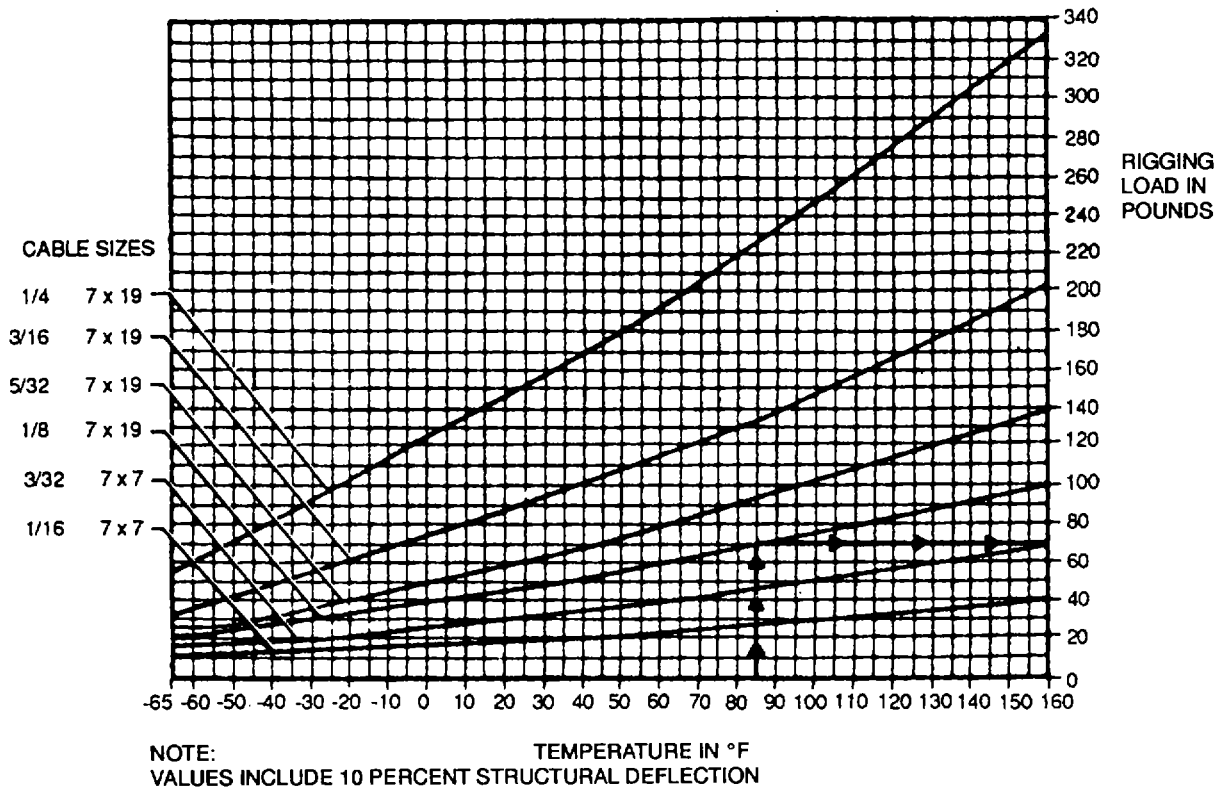

Figure 7-7. Typical Cable Rigging Tension Chart
d. *Cable Rigging Tension Charts.* Cable rigging tension charts are graphic tools used to compensate for temperature variations. They are used when establishing cable tensions in flight control systems, landing ear systems, or any other cable-operated systems. A typical chart is shown in figure 7-7. To use the chart, proceed as follows: